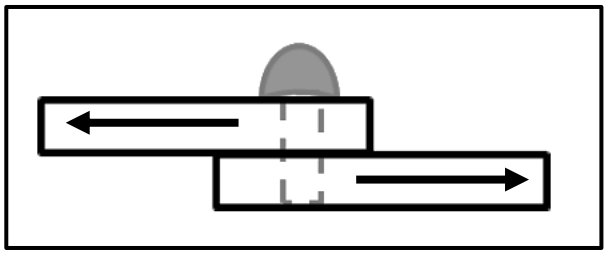

FIGUUR 4.13
4.13 Identifiseer die tipe krag wat op die klinknael in FIGUUR 4.13 hieronder uitgevoer word wanneer die plate uit mekaar getrek word.